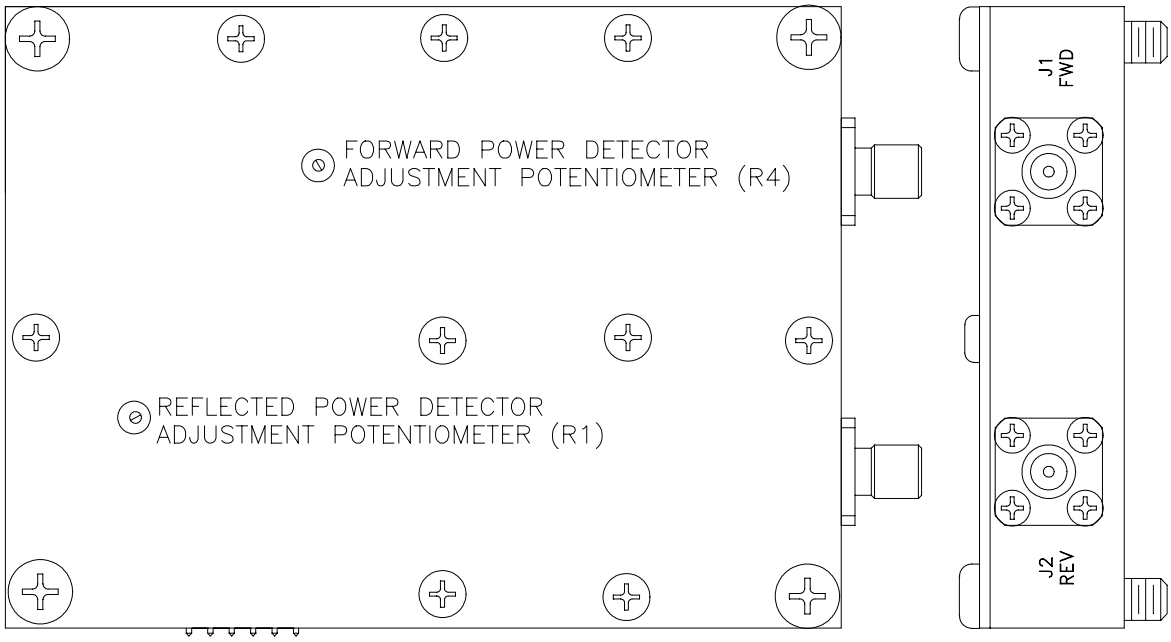

Figure 6-69 RF Detector Forward and Reflected Adjustment Pots
3. Adjust the forward power detector circuit on the Output Detector Assembly (the port-hole near the FWD sample RF jack input to the assembly, see Figure 6-69) so that SCMI display matches as closely as possible to the total measured output peak power obtained using the external reference meter (HP 8900D), typically ~ 10 - 12 KW.